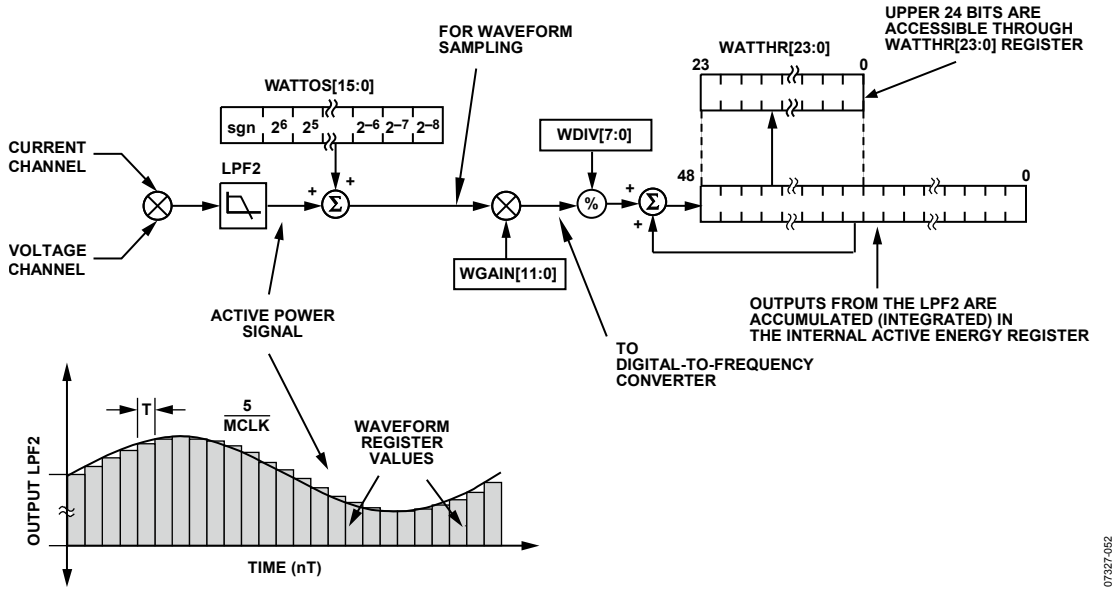

Figure 52. Active Energy Calculation
Figure 52 shows the signal processing chain for the active power calculation in the ADE7518. As explained previously, the active power is calculated by filtering the output of the multiplier with a low-pass filter. Note that when reading the waveform samples from the output of LPF2, the gain of the active energy can be adjusted by using the multiplier and watt gain register (WGAIN[11:0]). The gain is adjusted by writing a twos complement 12-bit word to the watt gain register. Equation 10 shows how the gain adjustment is related to the contents of the watt gain register.
The discrete time sample period (T) for the accumulation register in the ADE7518 is 1.22 µs (5/MCLK). In addition to calculating the energy, this integration removes any sinusoidal components that may be in the active power signal. Figure 52 shows this discrete time integration or accumulation. The active power signal in the waveform register is continuously added to the internal active energy register.
The output of the multiplier is divided by the value in the WDIV register. If the value in the WDIV register is equal to 0, the internal active energy register is divided by 1. WDIV is an 8-bit unsigned register. After dividing by WDIV, the active energy is accumulated in a 49-bit internal energy accumulation register. The upper 24 bits of this register are accessible through a read to the active energy register (WATTHR[23:0]). A read to the RWATTHR register returns the content of the WATTHR register, and the upper 24 bits of the internal register are cleared. As shown in Figure 52, the active power signal is accumulated in an internal 49-bit signed register. The active power signal can be read from the waveform register by setting the WAVMODE register (0x0D) and setting the WFSM bit in the Interrupt Enable 3 SFR (MIRQENH, 0xDB). Like the current and voltage channels waveform sampling modes, the waveform data is available at a sample rate of 25.6 kSPS, 12.8 kSPS, 6.4 kSPS, or 3.2 kSPS.